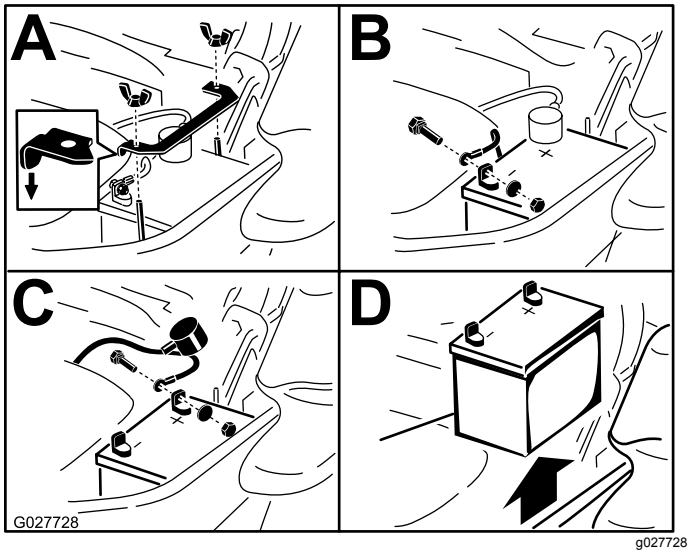

Figura 60
3. Retire la batería, según se muestra en Figura 60.
Nota: Coloque la batería en la bandeja, con los bornes frente al depósito de aceite hidráulico (Figura 60).